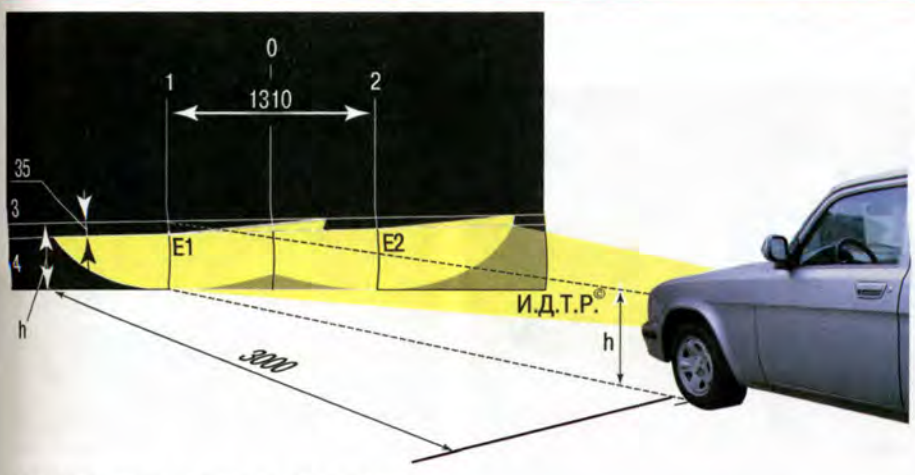

Рис. 4.6. Разметка экрана для регулировки фар
1. Разметьте экран, как показано на рис. 4.6. Линию центров фар **M** нанесите на экране на расстоянии **h**, равном высоте расположения центров фар над уровнем пола.
8. ...и винтом (в горизонтальной плоскости) положение светового пятна для каждой фары на экране, если расположение световых пятен на нем не соответствует рис. 4.6.